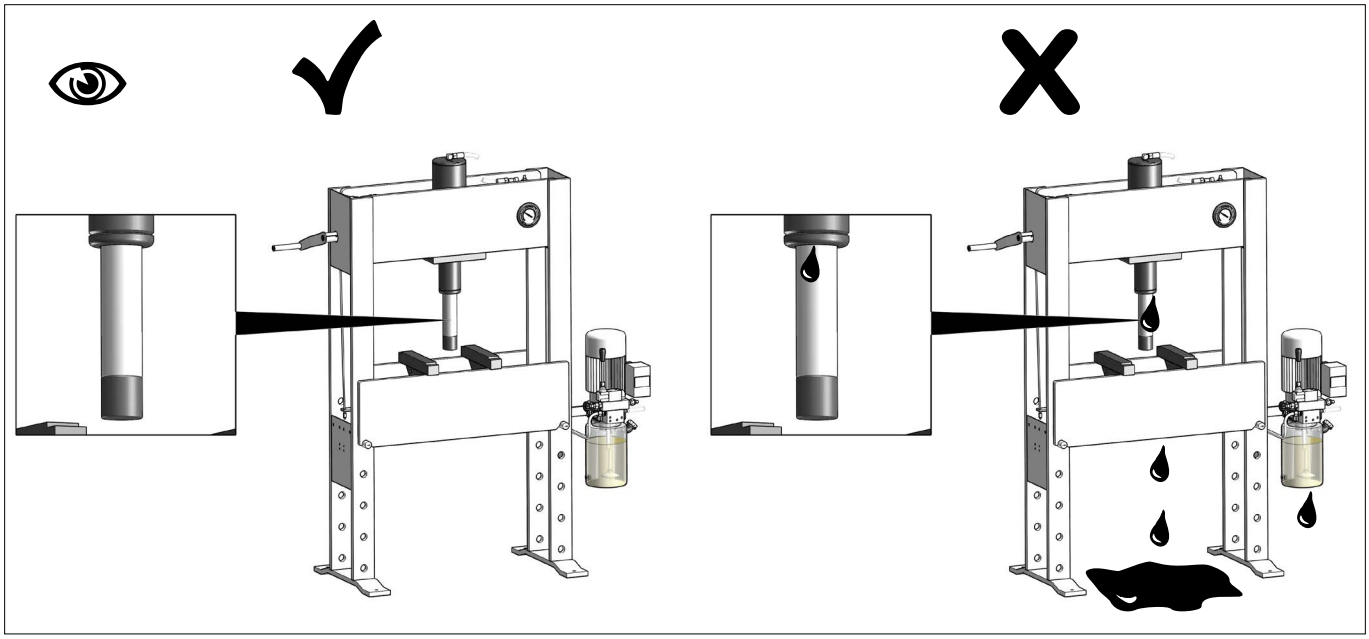

Fig.27
- Slanger, cylindre og pumpe for utætheder *(Fig.27)*
- Hoses, cylinder and pump unit for leaks *(Fig.27)*
- Dichtigkeit von Schläuchen, Zylinder und Pumpe *(Fig.27)*
- Flexibles, cylindre et pompe pour les fuites *(Fig.27)*
- Slangar, eventuellt läckage från cylinder och pumpenhet *(Fig.27)*
- Letkut, sylinterin ja pumpun vuodot *(Fig.27)*
- Slangen, cilinder en pompeenheid op lekken *(Fig.27)*
- Fugas en la unidad de la bomba, el cilindro y las mangueras *(Fig.27)*
- На предмет герметичности шлангов, цилиндра и насосного агрегата *(Fig.27)*